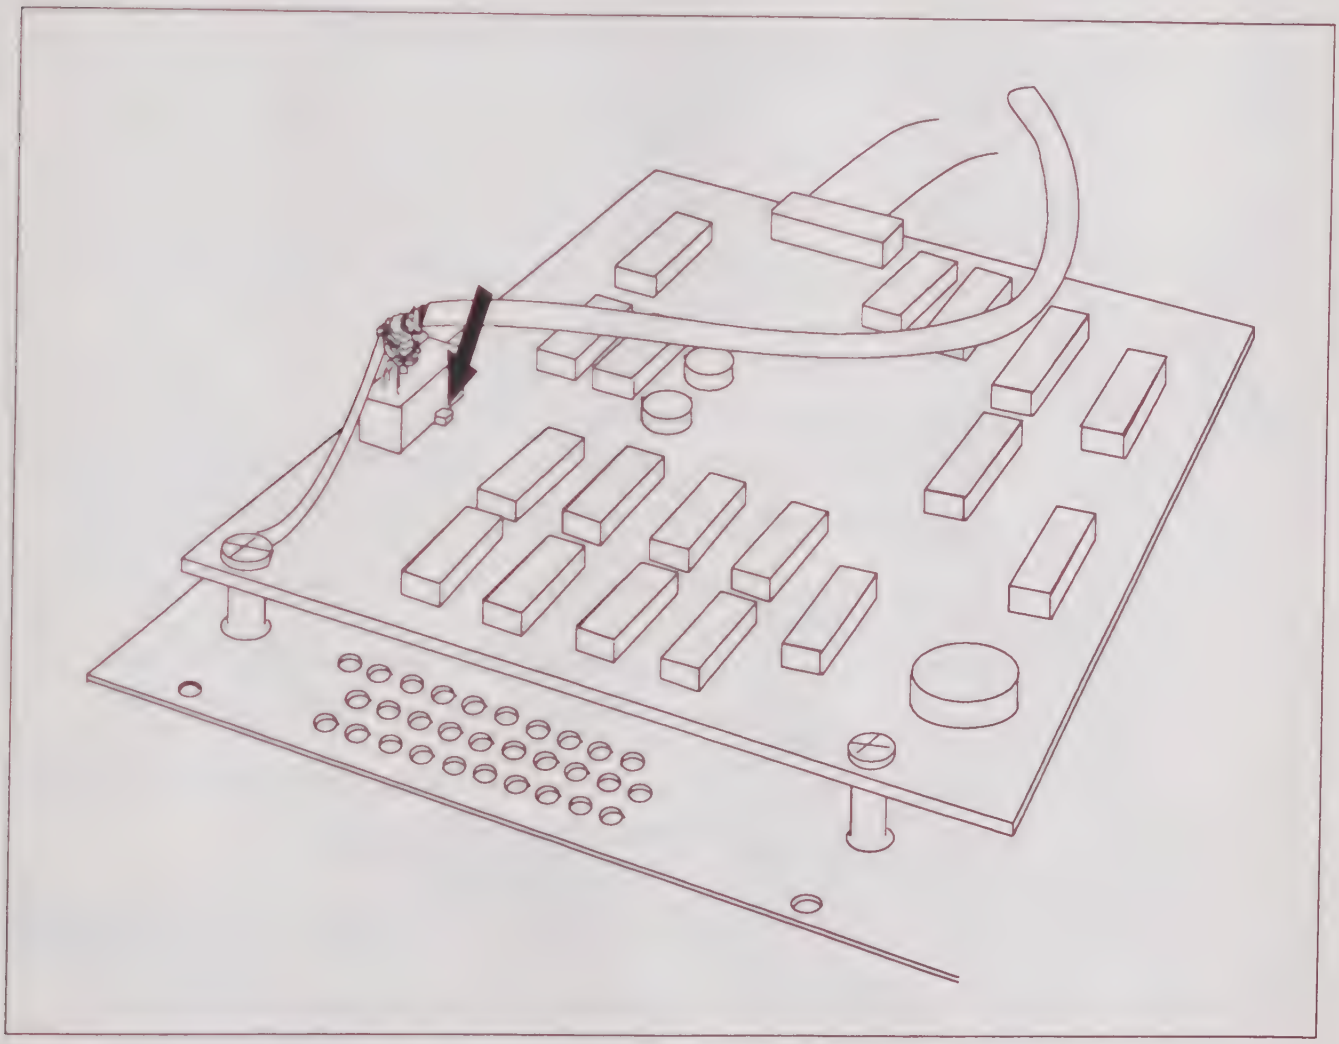

**Figure 3-14. Orienting connector J933 for installation on the front panel board.**
*When reinstalling connector J933 on the front panel board assembly, orient the connector with its key facing the center of the board (see Figure 3-14). Any other connector orientation is incorrect and could cause component failure on instrument power up.*